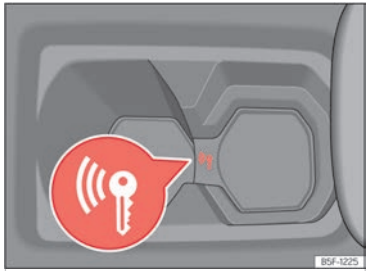

Fig. 120 En la consola central: arranque de emergencia.
- Inmediatamente después de presionar el pulsador de arranque, ponga la llave en el portabebidas de la consola central ››› fig. 120, lo más cerca posible del logo *Kessy*.